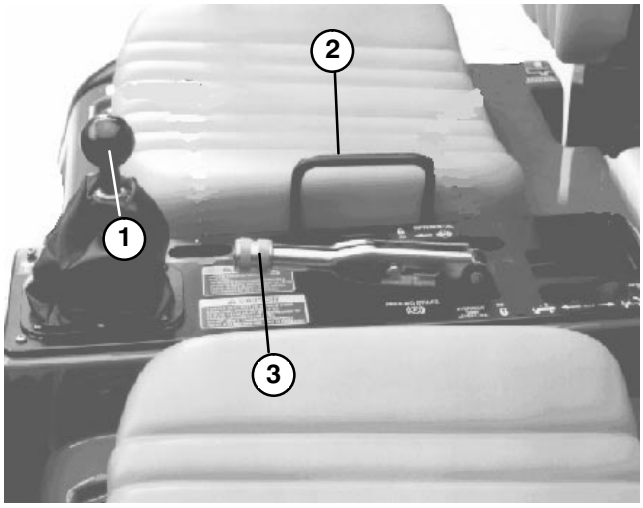

**Figure 17**
**Gear Shift Lever** (Fig. 17) – Fully depress clutch pedal and move shift lever into desired gear selection. A diagram of the shift pattern is indicated below.
**Parking Brake** (Fig. 17) –Whenever the engine is shut off, the parking brake must be engaged to prevent accidental movement of the vehicle. To engage the parking brake, pull back on lever. To disengage, push lever forward. Make sure parking brake is released before moving vehicle. If vehicle is parked on a steep grade, make sure parking brake is applied. Also, shift the transmission into 1st gear on a uphill grade or reverse on a down hill grade. Place chocks at the down hill side of wheels.
**Passenger Hand Hold** (Fig. 17) – Left side of passenger seat.